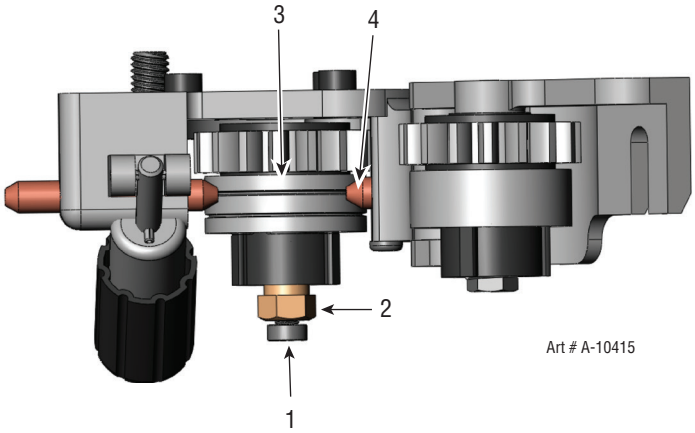

Figura 3-13: Vista superior da placa de alimentacao com a braço levantado
8. A figura 3-13 mostra o resultado com o arame instalado. Continue para a próxima seção para o ajuste correto da tensão.
O rolete inferior é ajustável de dentro para fora para fornecer o melhor alinhamento do arame conforme ele é introduzido dentro da guia. Para ajustar o roletefaça o seguinte e veja a figura 3-13. Nota, o arame de solda não é mostrado para claramente ver o sulco do rolete.